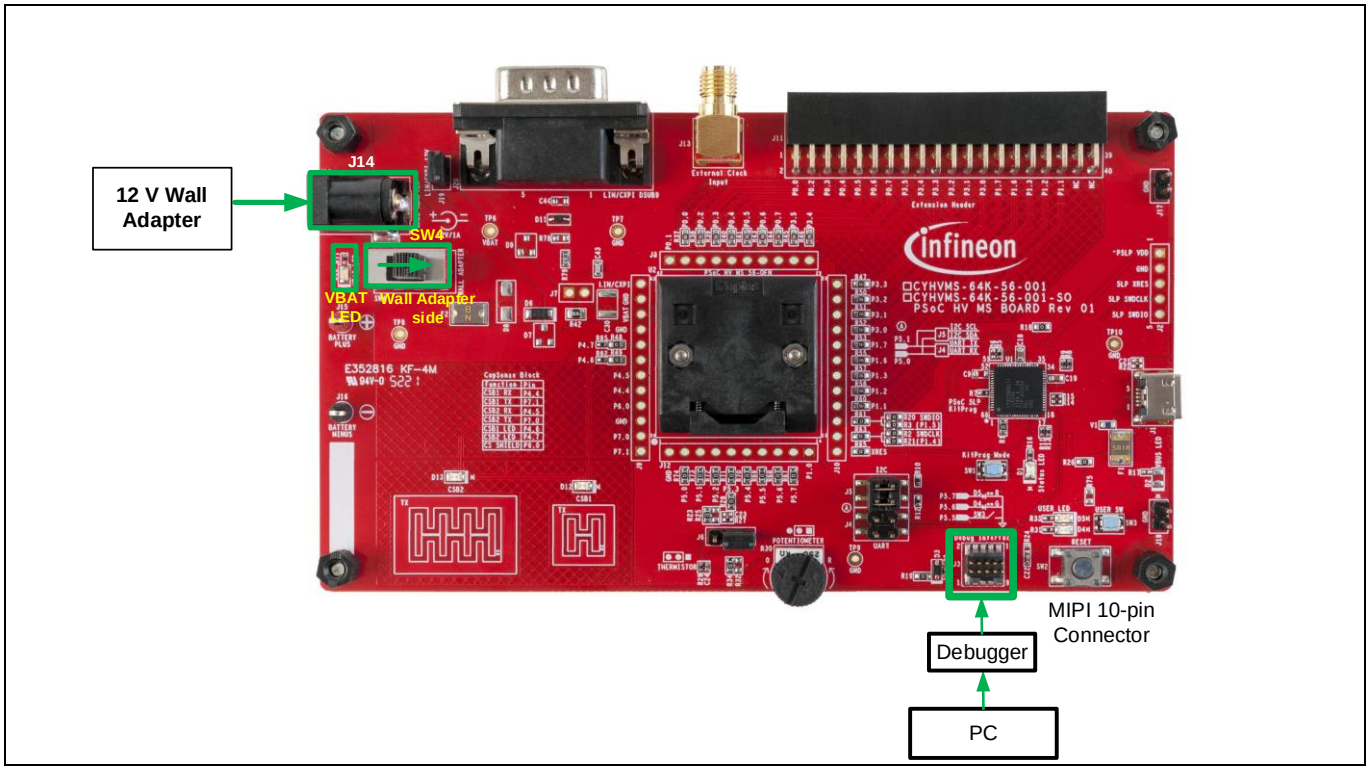

Figure 31 Connection of IAR I-jet Debugger
6. Connect the IAR I-jet Debugger to J3 (MIPI 10-pin) of the board with the 12 V power supply, and slide SW4 to Wall Adapter side (See Figure 31). See the PSOC™ HV MS Evaluation Board user guide [5] for more detailed information